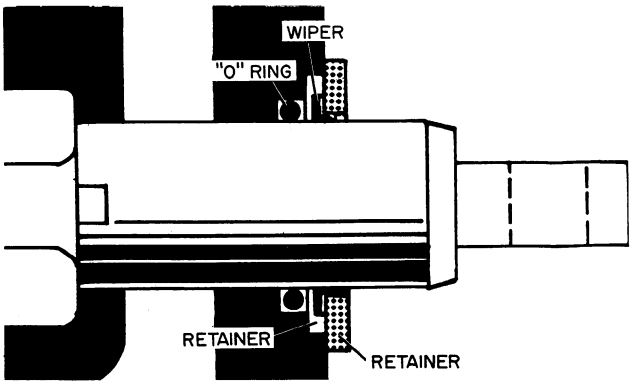

Figure DD-27
3. Install the "O" ring retainer, wiper and retainer plate in the order as shown in Figure DD-27 over the eye end of the spool Install the retainer plate, screws and washers.